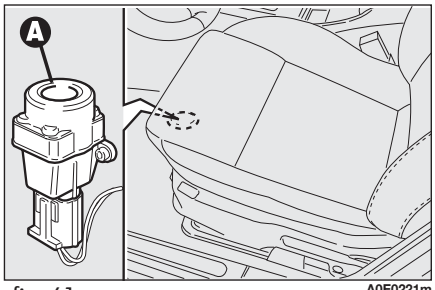

fig. 61
To reset the fuel cut-off switch, press button **A-fig. 61**.
- ❒ press button **A-fig. 61** to reset the fuel cut-off switch;